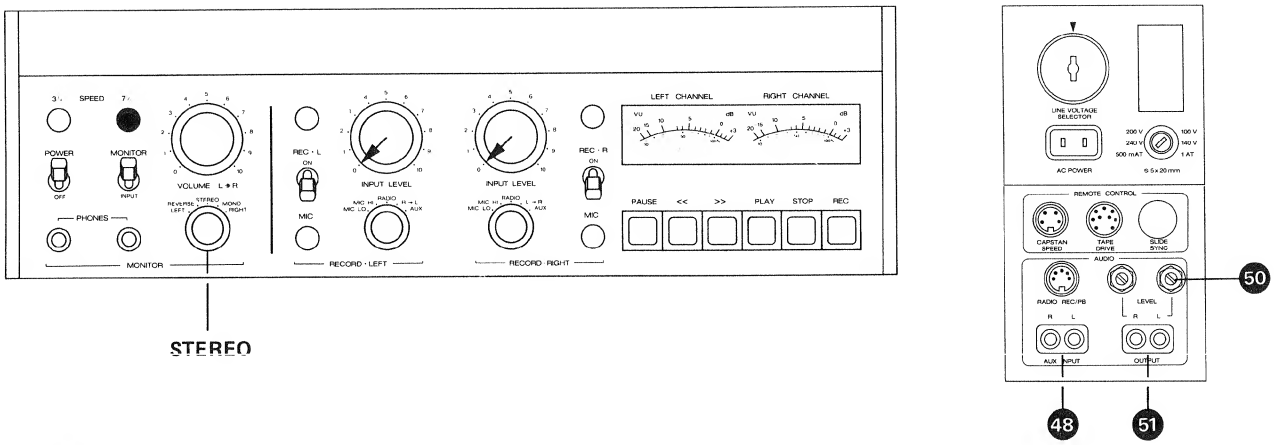

Fig. 6.4.–6
– Bedienungselemente nach Fig. 6.4.–6 einstellen.
– NF-Millivoltmeter an Ausgang OUTPUT L (51) anschliessen (1 V-Bereich).
– Mit dem Regler REPR LEVEL L (Fig. 6.4.–7) eine Ausgangsspannung von 0,775 V einstellen.